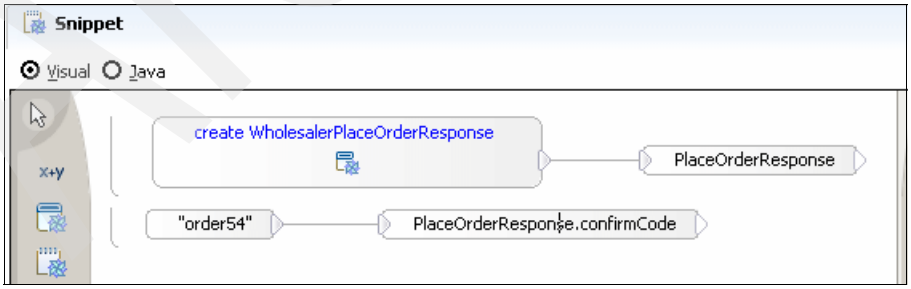

Figure A-47 Competed Visual Snippet Editor canvas
m. Link the output of the “order54” expression to the input of the PlaceOrderResponse.confirmCode variable. Figure A-47 shows how the Visual Snippet Editor canvas looks with this change.